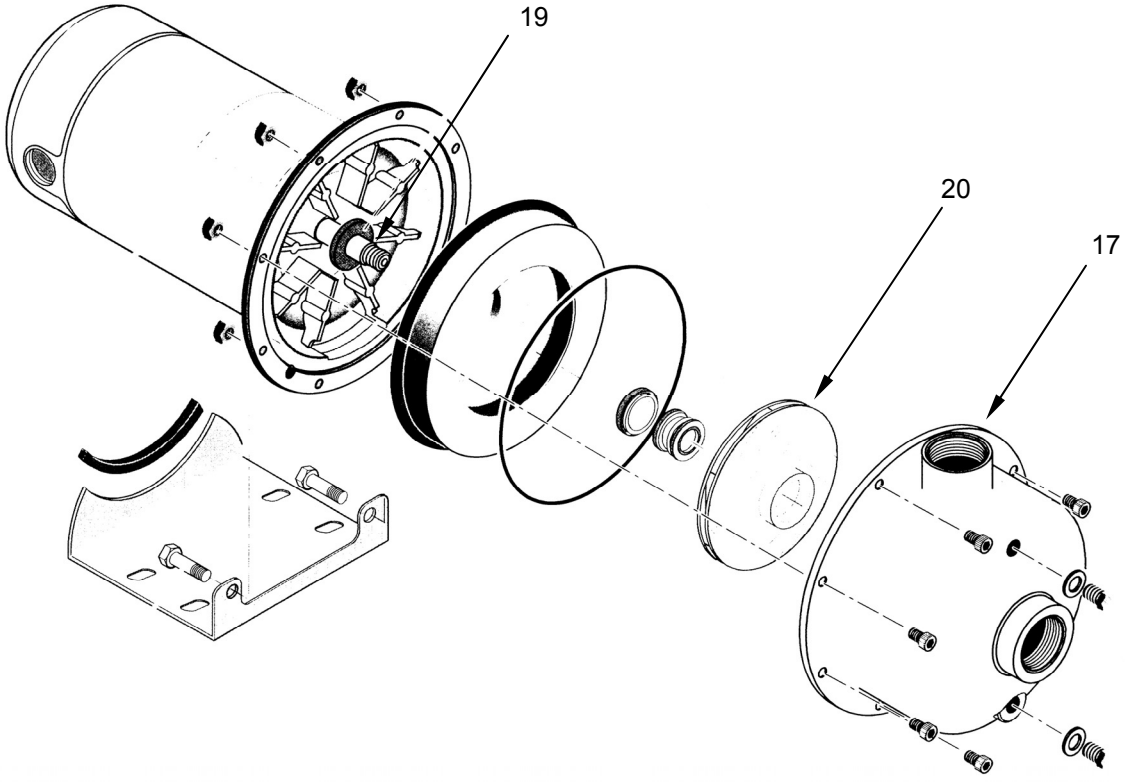

Figure 10. Replace the Pump Impellor.
11. Use a wrench to remove the screws retaining the pump casing **(Figure 10, Item 17)**, and remove the pump casing.
12. Remove the impellor **(Figure 10, Item 20)** by unscrewing the impellor from the shaft **(Figure 10, Item 19)**.
13. Install the replacement impellor **(Figure 10, Item 20)** and retain with screw.
14. Install the pump casing **(Figure 10, Item 17)** and retain with screws.